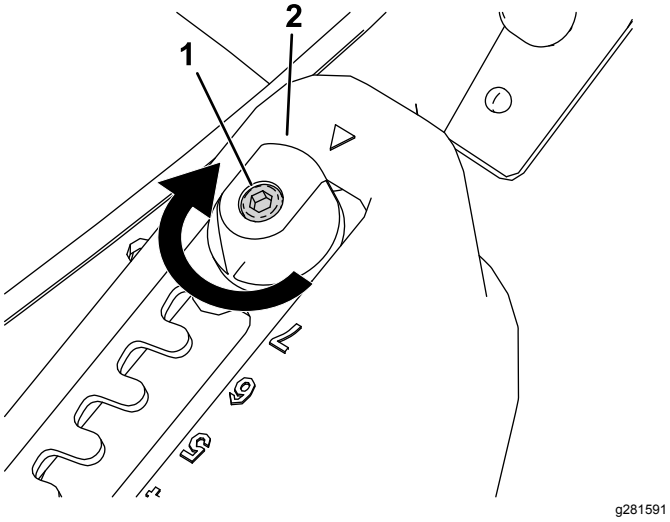
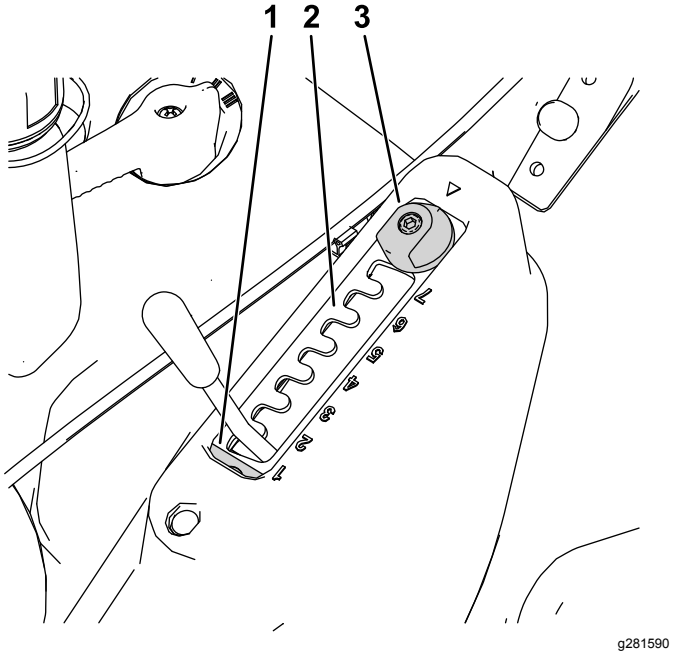

Rysunek 12
Rysunek 13
1. Za pomocą klucza trzpieniowego poluzuj śrubę zabezpieczającą płytę wybieraka (Rysunek 12).
2. Przekręć regulator Matchcut o 180° (Rysunek 12 oraz Rysunek 13).